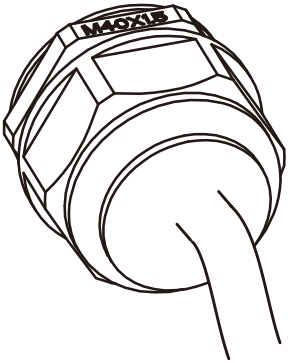

Рис. 5.11 Фиксация распределительной коробки перем. тока
3) Прикрутите крышку на корпус и затяните все винты, чтобы зафиксировать коннектор с водонепроницаемой защитой, как изображено на рис. 5.11